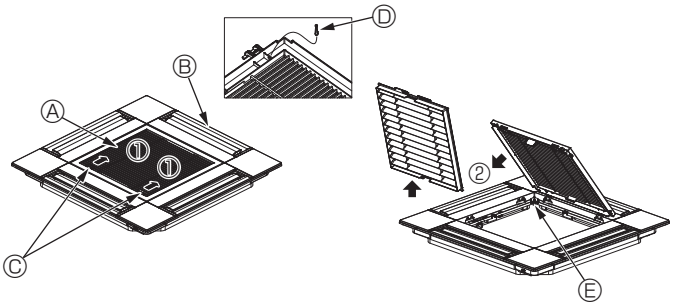

Fig. 10-3
10.2.1. Extracción de la rejilla de admisión (Fig. 10-3)
- Deslice las palancas en la dirección indicada con la flecha ① para abrir la rejilla de admisión.
- Con la rejilla de admisión en posición “abierta”, retire la bisagra de la rejilla de admisión de la rejilla tal y como se indica con la flecha ②.